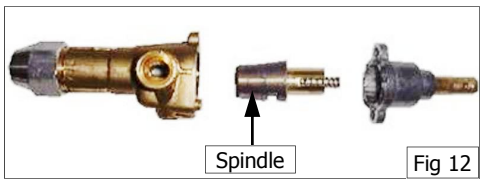

Fig 12
g. Apply a suitable high temperature gas cock grease or lubricant such as ROCOL - A.S.P (Anti scuffing paste)/ Dry Moly Paste to outside of spindle. (See Fig 12).